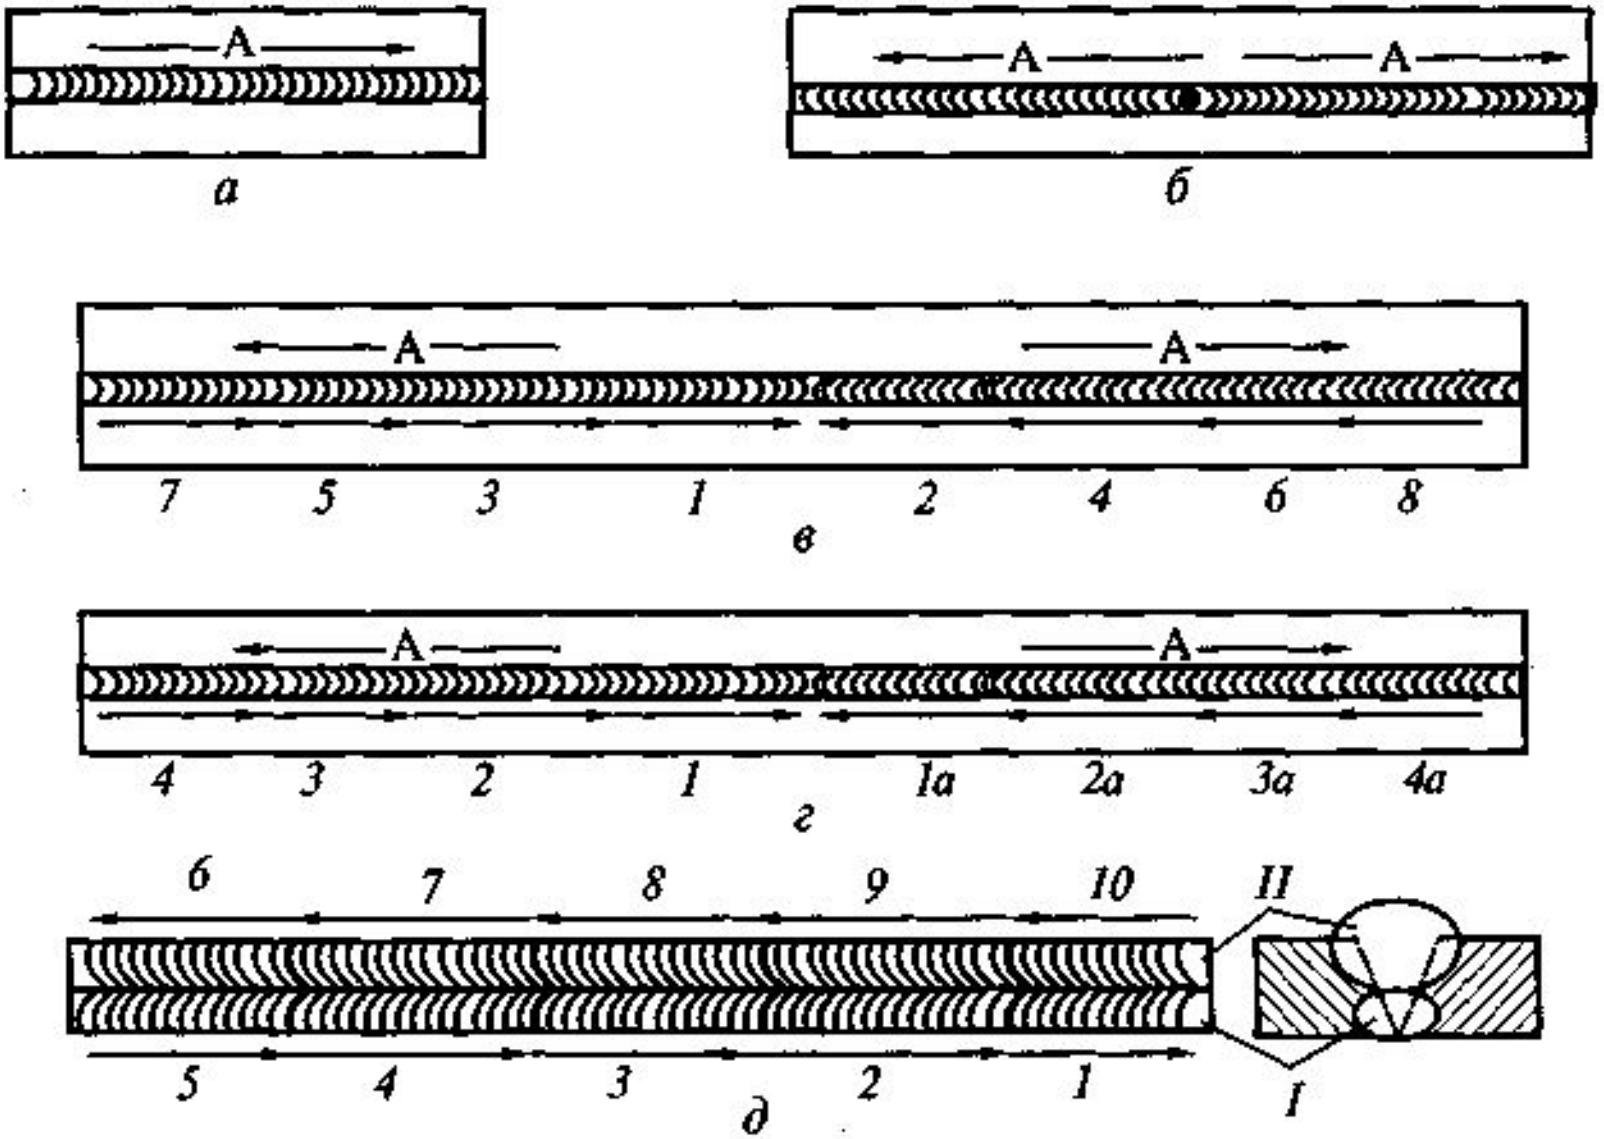

Рис. 10.12. Способы выполнения швов:
- длинные швы — обратноступенчатым способом, при котором сварной шов выполняют следующими один за другим участками в направлении, обратном приращению шва (рис. 10.12).
- Длина ступени (участка) 100...350 мм, при сварке тонкого металла короткие и более длинные — при сварке толстого металла. Обратноступенчатую сварку ведут в общем направлении А от середины к концам. Сварка может выполняться одним или двумя сварщиками (рис. 10.12, г, участки 1, 1а, 2, *2а).*